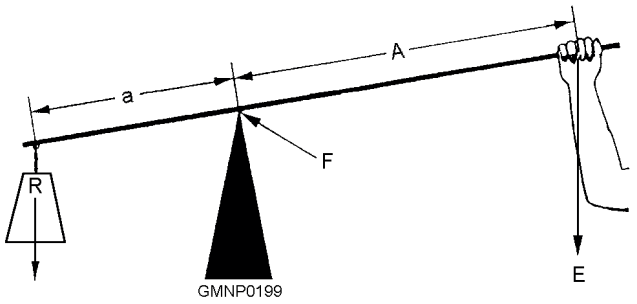

**Figure 4-7.—A simple lever.**
The three basic components that comprise all levers are the fulcrum (F), a force or effort (E), and a resistance (R). Look at the lever in figure 4-7. You see the pivot point (F, fulcrum); the effort (E) that you apply at a distance (A) from the fulcrum; and a resistance (R) that acts at a distance (a) from the fulcrum. Distances (A) and (a) are the lever arms.